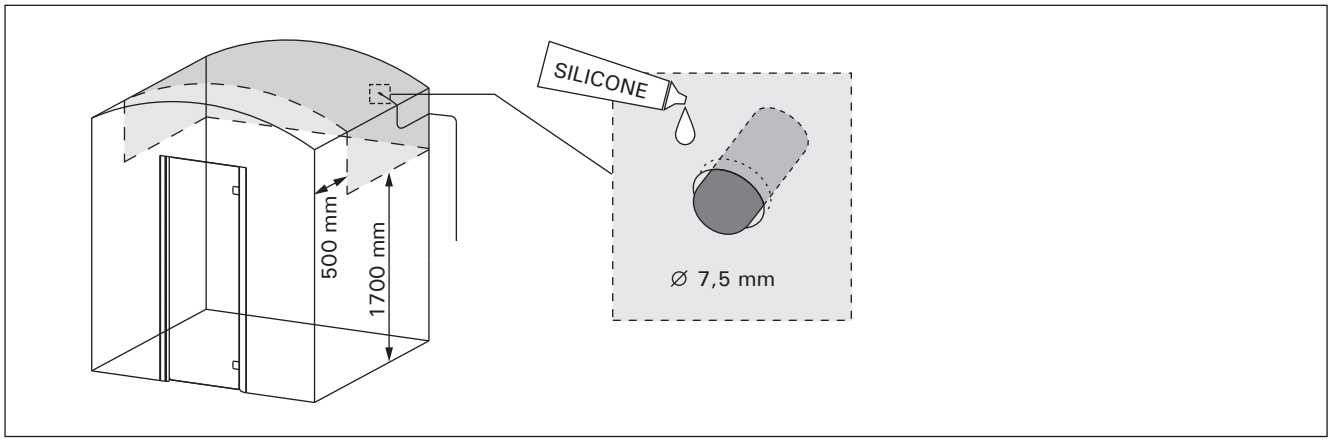

Рисунок 5. Установка температурного датчика
- Место установки парогенератора отвечает требованиям относительно минимального безопасного расстояния (рисунок 5), а также соответствует требованиям, изложенным в пункте 2.2.